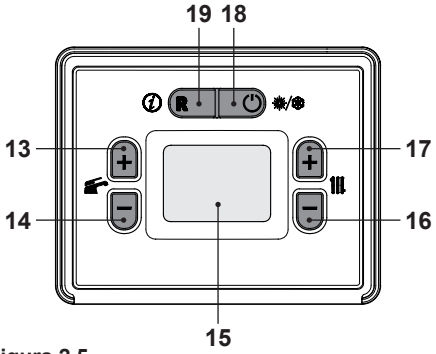

Figura 2.5
- Premere il tasto 18 fino a far apparire sul display il simbolo Figura 2.5.
La temperatura dell'acqua calda di mandata riscaldamento è regolabile agendo sui tasti 16 (diminuzione) e 17 (aumento) (Figura 2.5) da un minimo di circa 28°C ad un massimo di circa 55°C o da un minimo di circa 50°C ad un massimo 80°C (vedere "Selezione del set temperatura riscaldamento" a pag. 43). Alla prima pressione di uno dei due tasti si ha la visualizzazione del valore di "set", alla seconda pressione si accede alla modifica.
Comunque se la temperatura ambiente non dovesse essere confortevole si può aumentare o diminuire la temperatura di mandata dell'impianto riscaldamento di ± 15°C agendo sui tasti 16 (diminuzione) e 17 (aumento) (Figura 2.5).
La temperatura dell'acqua calda sanitaria è regolabile agendo sui tasti 13 (aumento) e 14 (diminuzione) (Figura 2.5) da un minimo di circa 35°C ad un massimo di circa 60°C. Alla prima pressione di uno dei due tasti si ha la visualizzazione del valore di "set", alla seconda pressione si accede alla modifica.